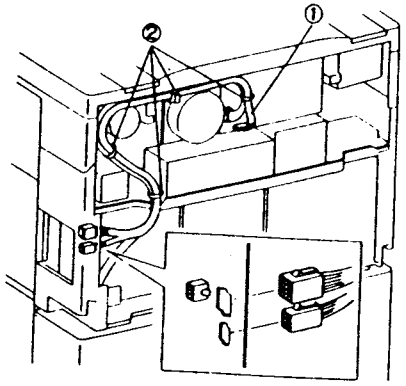

Рис. 2
1. Подсоедините два красных разъема жгута к P/J409 на главной PWB. Разъемы с другой стороны жгута вставьте в пластину окна с внутренней стороны (рис. 2).